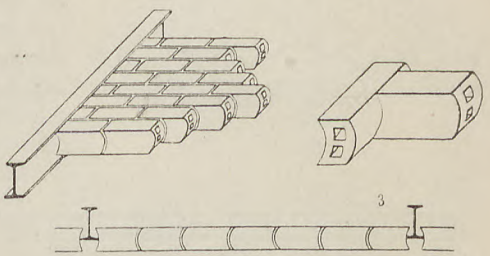

Fig. 104.
5. Eggertsche Massivdecke (vom Dampfziegelwerk Schmidt & Co. in Torna). Die Decke wird aus eigens geformten Deckensteinen hergestellt, so daß jeder Stein ringsherum von seinen sechs benachbarten Steinen festgehalten wird. Wird bei der Ausführung von Kappen zwischen I-Trägern die Anordnung der Steine am Trägerflansch so getroffen, wie die **S**-Skizze 3 in Fig. 104 zeigt, so kann der Flansch von unten mit Zementmörtel umhüllt und dadurch die Feuersicherheit vermehrt werden. Auch bei den seitlichen Anschlüssen der Kappen an die Träger und in den Kappen wird Zementmörtel verwendet; wo Mauern als Kappenwiderlager dienen, werden sog. Maueranfangsteine verlegt. Eigengewicht der Wölbsteine in der Decke pro 1 qm Fläche = 140 kg, hierzu diejenige der Dielung mit 25 kg und die des Putzes mit 25 kg, also die Nutzlast für Wohngebäude ohne die Last der Träger und der Sandauffüllung = pro 1 qm 390 kg.